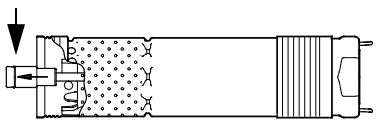

Рис. 5
2. Выдвинете вал насоса в позицию, показанную на рис. 5.